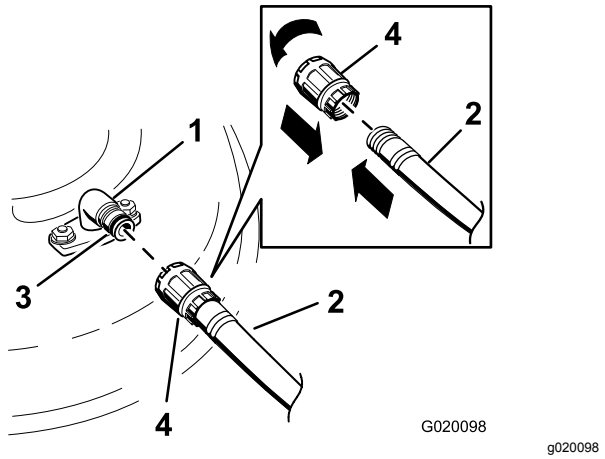

Figur 72
3. Fastgør slangekoblingen på enden af plæneklipperens vaskefitting, og skru helt op for vandet (Figur 72).